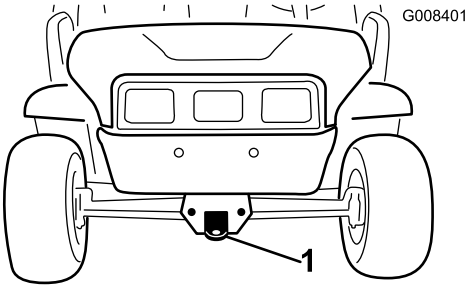
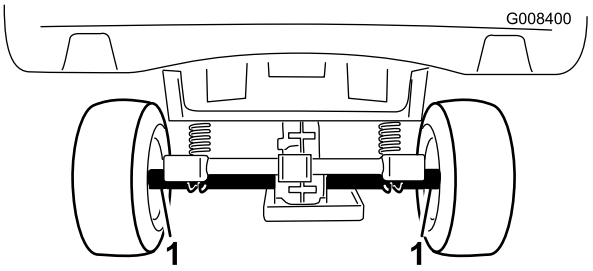

Figuur 21
Figuur 22
Gebruik een aanhanger om de machine over lange afstanden te transporteren. Zorg ervoor dat de machine stevig is bevestigd op de aanhanger. Zie Figuur 22 en Figuur 21 voor de plaats van de bevestigingspunten van de machine.
2. Bevestig een sleepkabel aan de lip op de voorzijde van het machineframe (Figuur 21).